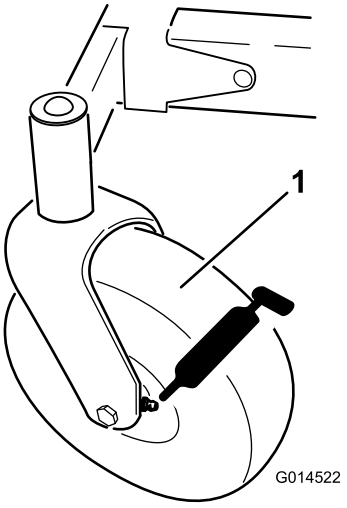
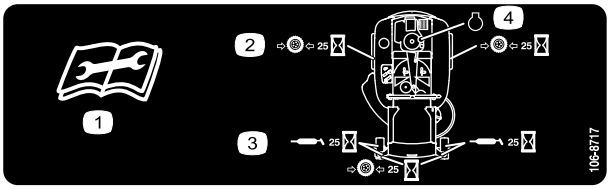

Figuur 29
Figuur 30
3. Reinig de smeernippels (Figuur 29 en Figuur 30) met een doek.
4. Sluit een smeerpistool aan op elke smeernippel en spuit vet in de nippels totdat er vet bij de lagers naar buiten komt (Figuur 29 en Figuur 30).